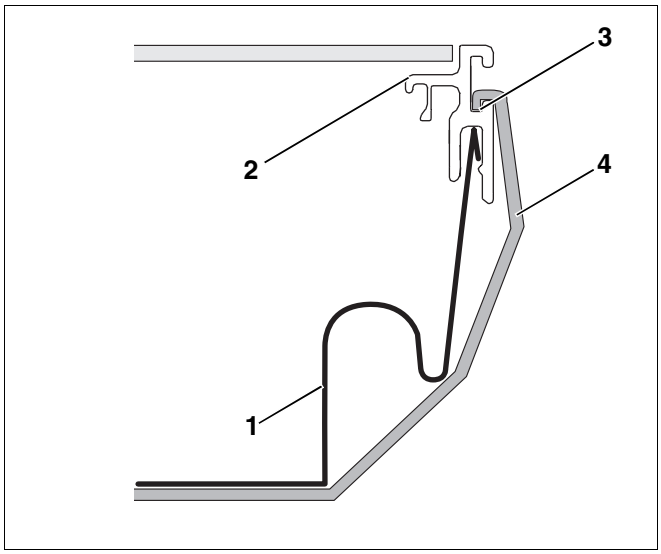

Afb. 42 Eerste collector plaatsen
- Schuif de collector (afb. 42, **pos. 1** en **2**) tot beneden voor de beveiliging tegen afglijden (afb. 42, **pos. 4**).
- Schuif de beveiliging tegen afglijden naar boven tot de omgeplooide zijde van de beveiliging tegen afglijden in de nok (afb. 42, **pos. 3**) van de collectorkader vastklikt.